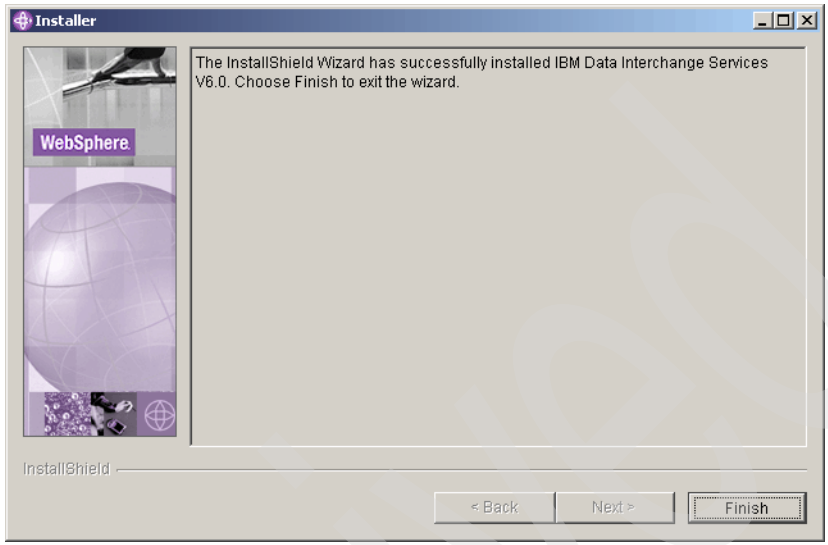

Figure 14-6 Successful installation
7. The window displays the successful installation message (Figure 14-6). Click **Finish**.